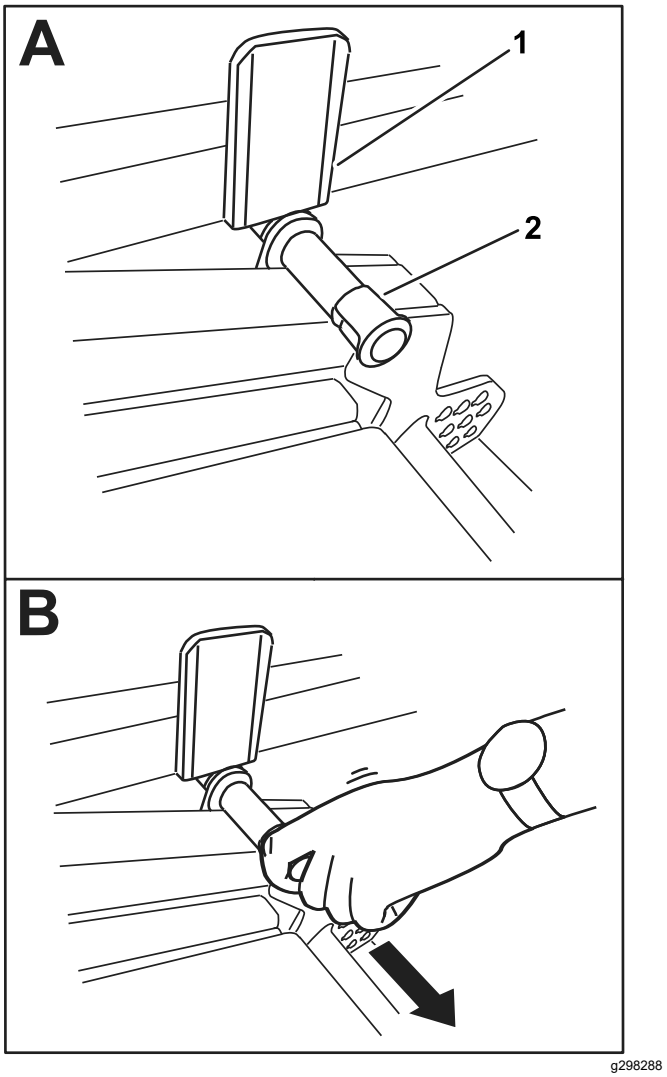

Figuur 39
2. Draai de maai-eenheid traag naar beneden tot de pen de plaat van de hefarm raakt (A in Figuur 39).
3. Gebruik uw voet om te duwen op de maai-eenheid en trek dan de pen naar buiten (B in Figuur 39) zodat de maai-eenheid zich nu in de TRANSPORTSTAND bevindt.